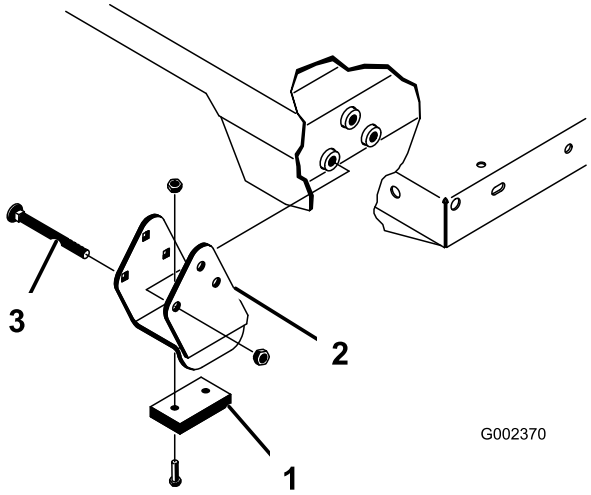

Figur 44
Bemærk: Monter afstandsbøsningens beslag og slidblokke (Figur 44) med bræddeboltenes hoveder placeret inden i maskinen.
2. Anbring forsigtigt ladet på maskinens stel, og anbring hullerne i ladets bageste drejeplade på linje med hullerne i den bageste stelkanal. Monter to gaffelbolte og ringstifter (Figur 44).
4. Sæt gaffelbolten på fra ladets yderside med ringstiften udad (Figur 44).